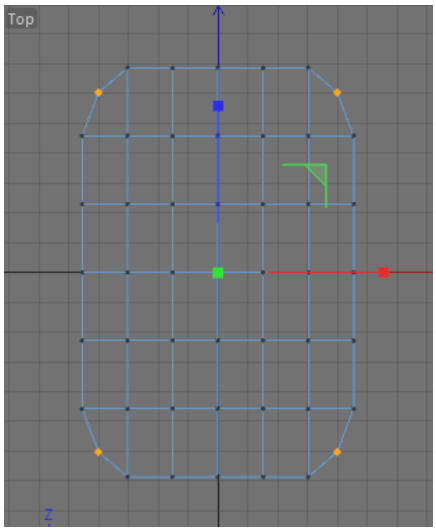

Figure 3-15 *Scaling the selected points of Computer mouse*
8. Invoke the **Scale** tool from the Command Palette and scale the selected points uniformly in the Top viewport, as shown in Figure 3-15.